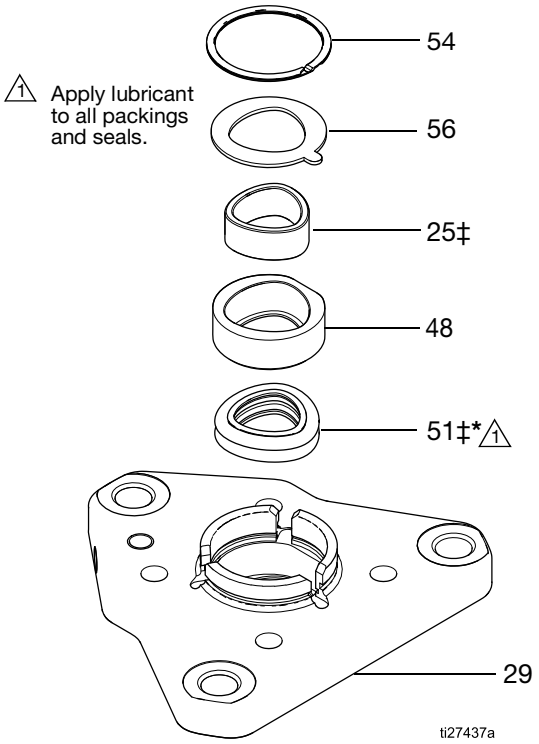

FIG. 3. Top Plate Assembly
1. Remove the retaining collar (60) by removing the screws (63).
2. Remove the four capscrews (40) and washers (46) from the top plate (29).
3. Carefully lift the top plate (29) off of the bellows chamber (45). Keep the top plate (29) level.
NOTE: See FIG. 3, page 9. The retaining ring (54), retaining washer (56), bearing housing (48), bearing (25) and backup seal (51) nest in the top plate and will slide off with the top plate (29).
4. If the bellows has failed, also remove the breather valve (26) from the top plate. Clean the fluid path of any clogged paint.
See FIG. 3, page 9.
1. Install the top plate assembly (29, see FIG. 3, page 9) over the bellows assembly (53‡), by aligning the shapes of the bellows sleeve (34) and the backup seal (51‡*). To orient as desired, rotate by 90° increments, aligning the bolt holes.
6. Carefully remove the retaining ring (54), retaining washer (56), bearing housing (48), bearing (25) and backup seal (51) from the top plate (29). See FIG. 3, page 9.